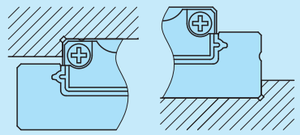

図4　取付基準面の隅の形状
相手側の取付基準面の隅の形状は、図4のように逃げ部を設けることを推奨します。相手側の取付基準面の肩の高さと隅の丸みの推奨値を表13に示します。
注(1) 大きさ25、30の系列は、図4に示す逃げ部を設けてください。